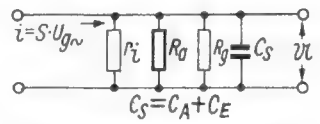

Bild 4. Ersatzschaltung nach Bild 1 und 2, gezeichnet für eine hohe Frequenz
b) für hohe Frequenzen (Bild 4)